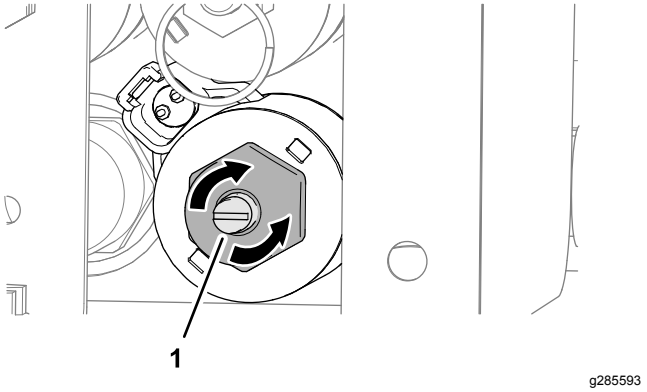

Figur 33
1. Roter sekskantskruen på ventiloverstyringen med klokken for å øke gulvhastigheten (Figur 33).